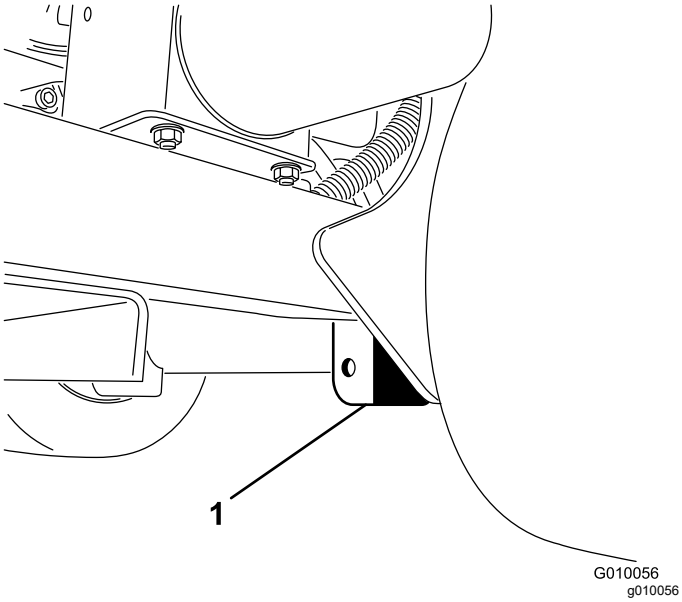

**Figure 38**
3. Place the jack securely under the frame plate just inside of the rear wheel (Figure 38).